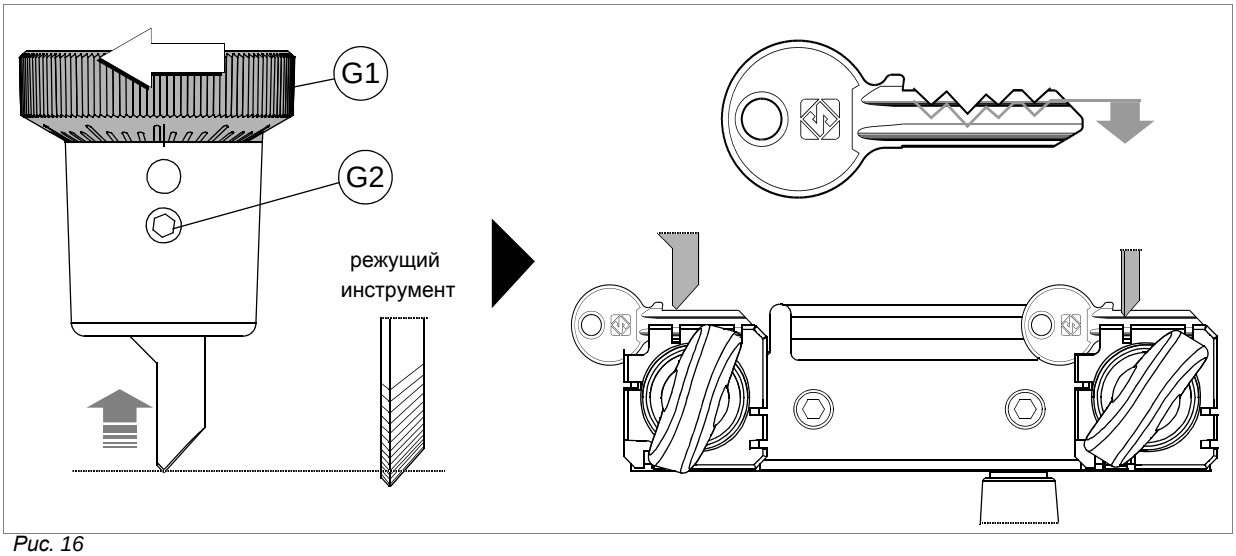

Рис. 16
c) поворачивайте кольцевую гайку (G1) против часовой стрелки для перемещения копира в обратном направлении (рис. 16).